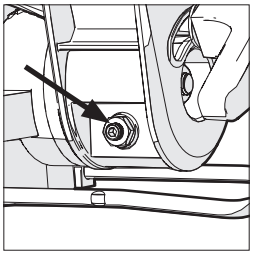

Abb. 10
- Lösen Sie die Kontermutter an der Einstellschraube für den Schrägwinkel mit einem 10 mm Maulschlüssel und einem 3 mm Innensechskantschlüssel (nicht im Lieferumfang enthalten). **(Abb. 10)**